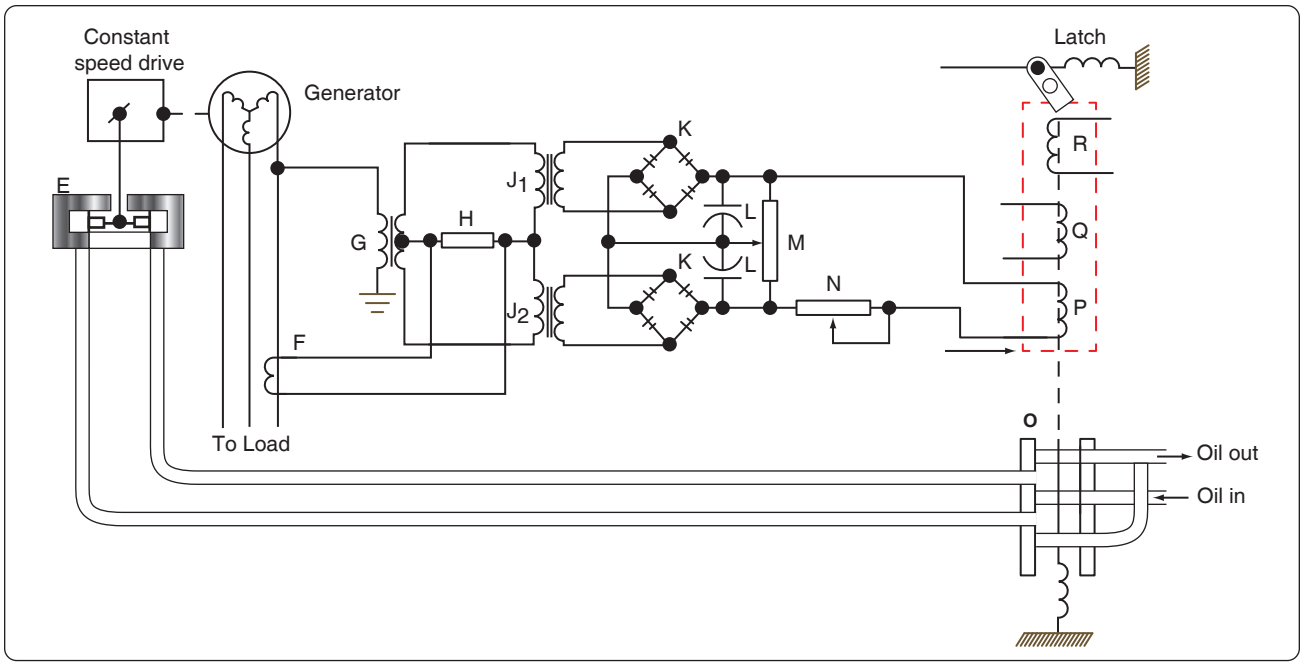

Figure 12-340. *Droop circuit.*
In *Figure 12-340*, one phase of the alternator provides power for the primary in transformer (G), whose secondary supplies power to the primaries of two other transformers (J_1 and J_2). Rectifiers (K) then change the output of the transformer secondaries from AC to DC.